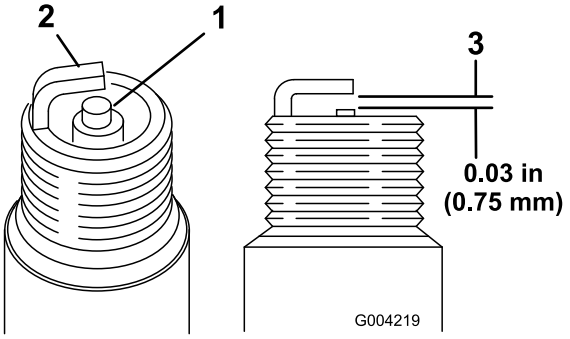

Figur 51
1. Titta mitt på båda tändstiften (Figur 51). Om isolatorn är ljust brun eller grå fungerar motorn korrekt. En svart beläggning på isolatorn betyder vanligen att luftrenaren är smutsig.
2. Kontrollera avståndet mellan mitt- och sidoelektroderna (Figur 51).
3. Böj sidoelektroden (Figur 51) om avståndet är felaktigt.